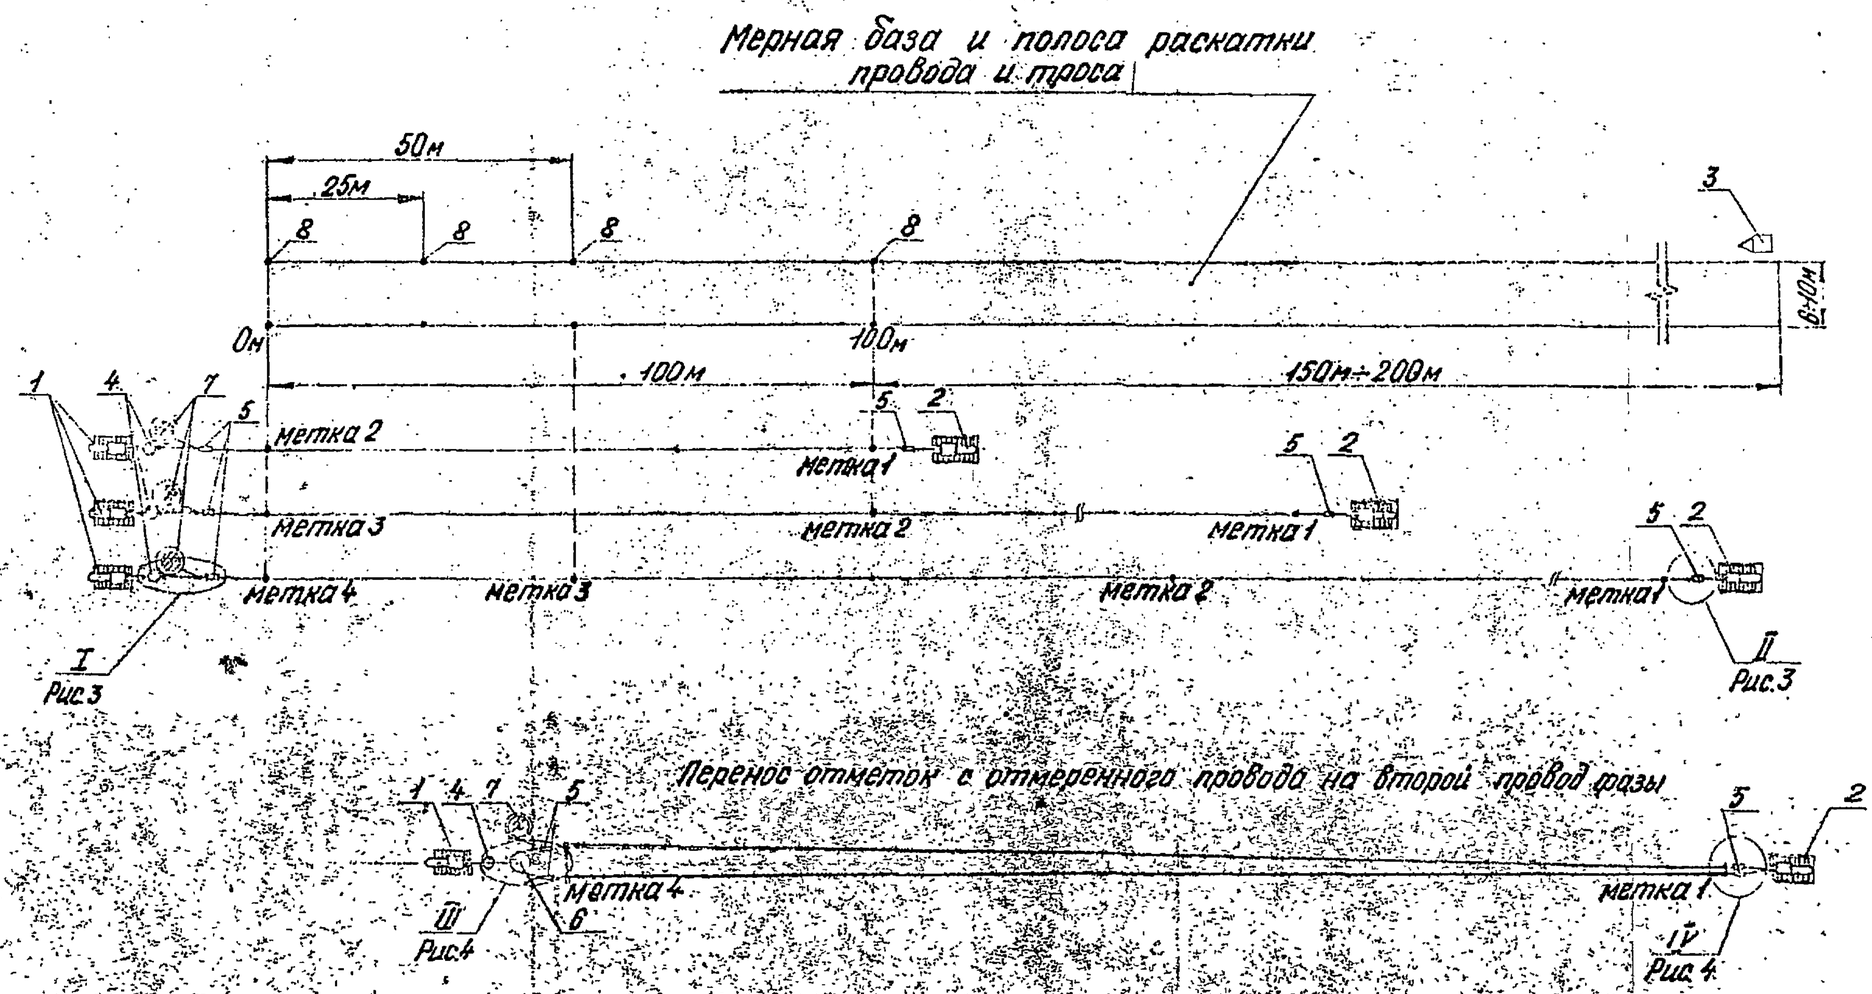

Рис.6.2 Схема отмера проводов и тросов расчетной длины на мерной базе.
-лебедкой трактора № I через уравнительный блок (рис.6.2, 6.4) провода вытянуть и удерживать под тяжением I-3 т.с. до конца отмера;